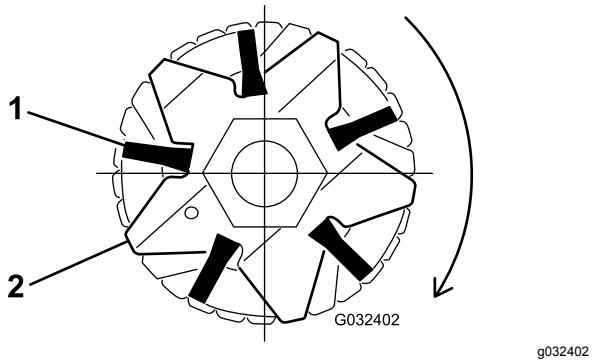

图18
4. 检查刷子是否固定到疏草刀刀片插槽中图16 和 图18。
5. 宽松地缠绕箍带如图16 所示绕着疏草刀滚刀轴和刷子将箍带插入刷子的凹槽中图18。